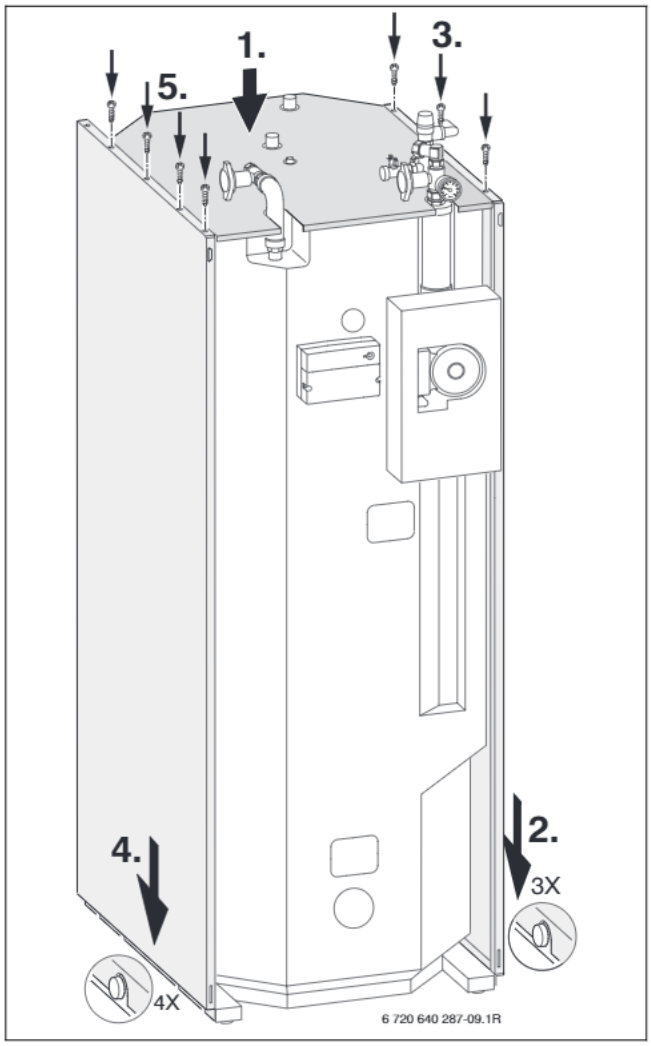

*Bild 9 Beispiel: Montage der Seitenteile bei **Linksanordnung** des Speichers.*
- Bei **Linksanordnung** des Speichers, die Seitenteile entsprechend Bild 9 montieren.